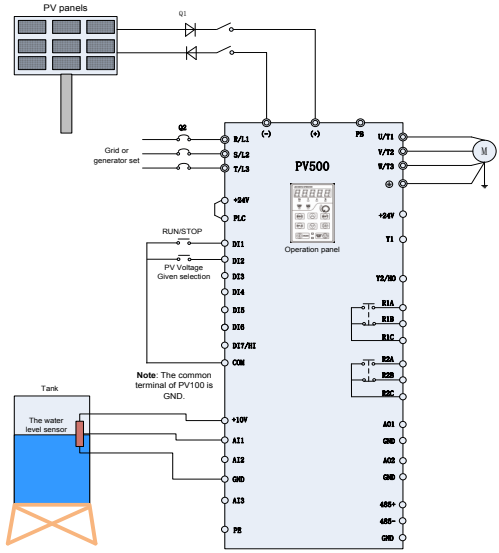

Figure 2-2 Grid or Generator Power Supply Wiring Diagram
Wiring drawings of below inverters shown as Figure 2-2: PV150 series, PV500 series.
1. Wirings as Figure 2-2 system wiring drawings according to inverters power, check and confirm the connections to be correct.